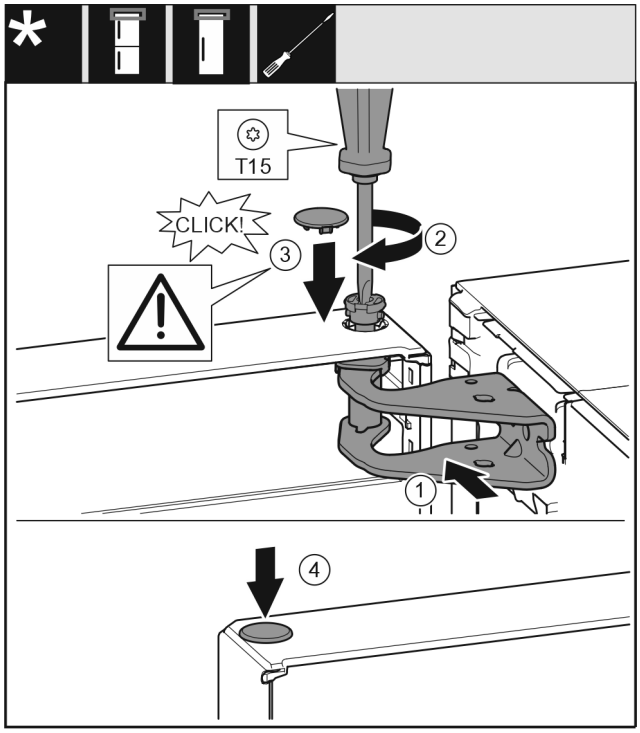

Fig. 21
▶ Dveře nahoře vyrovnejte s otvorem ve stojanu ložiska *Fig. 21 (1)*.
▶ Vložte čep *Fig. 21 (2)* a pevně jej utáhněte šroubovákem.
▶ Nasaďte kryt *Fig. 21 (3)*.
▶ Zkontrolujte, zda kryt *Fig. 21 (3)* doléhá na dveře.
▶ Nasaďte kryt *Fig. 21 (4)*.